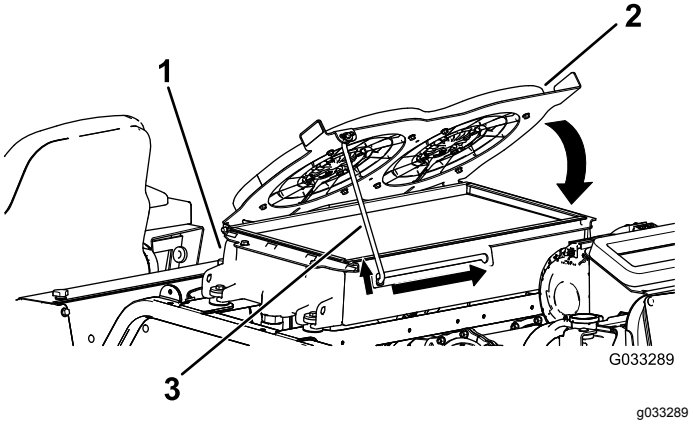

Figur 110
4. Drej hydraulikkøleventilatorerne nedad og sæt støttepinden fast i hakket (Figur 110).